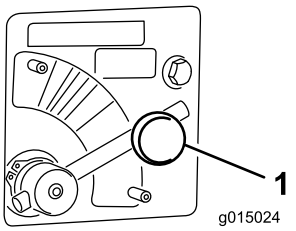

Figur 33
1. Løsne knotten som fester spinnerventilhendelen (Figur 33).
2. Roter spinnerventilhendelen til ønsket farge (Figur 33).
Flytt spinnerventilhendelen til det **BLÅ** området (MAKS. HASTIGHET) (Figur 33). Når hendelen vris helt med klokka, skal den stå i horisontal stilling.